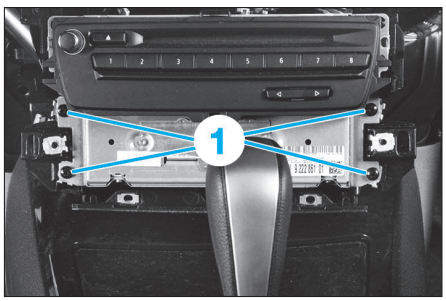

Fig. 36
• Déposer les vis (1) puis extraire l'autoradio **(Fig.36)**.